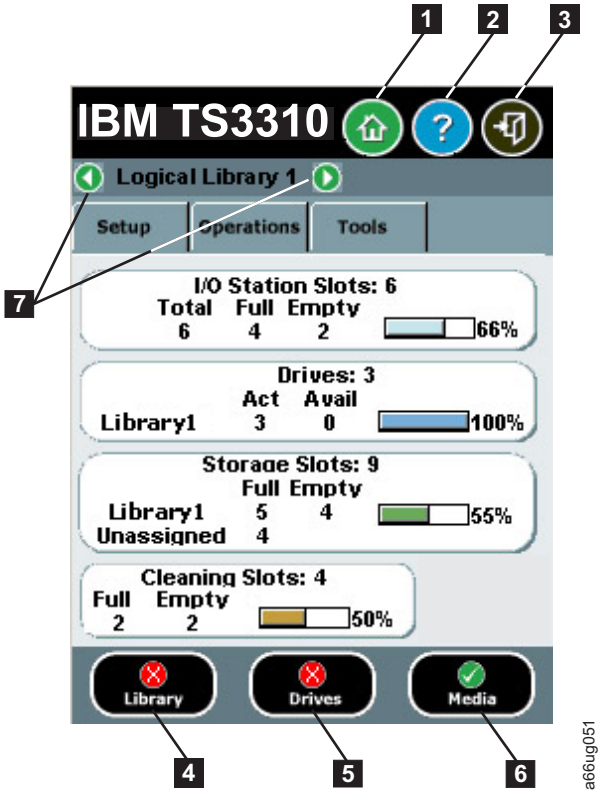

Figure 4-3. Operator Panel common header elements and subsystem status buttons
- **Home** (1 in Figure 4-3) - displays the default **Capacity View** screen.
- **Help** (2 in Figure 4-3) - context-sensitive help for the associated page
- **Logout** (3 in Figure 4-3) - ability to log out
- **Library** (4 in Figure 4-3)- opens the operator interventions for the library.
- **Drives** (5 in Figure 4-3)- opens the operator intervention screen for drives.
- **Media** (6 in Figure 4-3)- opens the operator intervention screen for media.